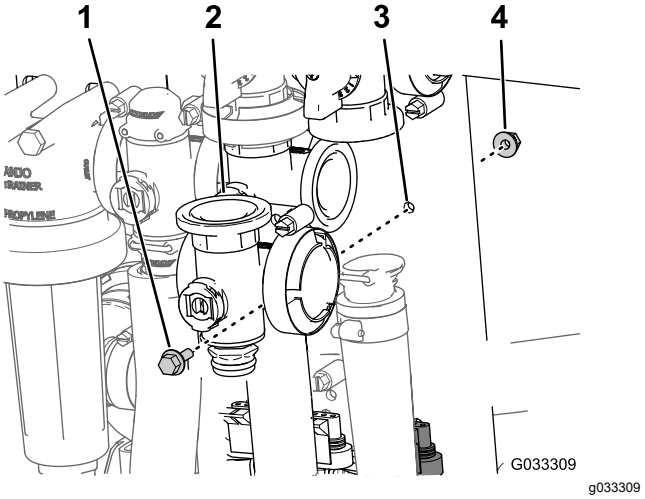

Figura 73
3. Retire el perno con arandela prensada y la contratuerca con arandela prensada que sujetan la válvula maestra al soporte de la válvula, y retire el distribuidor de la válvula de la máquina (Figura 73).